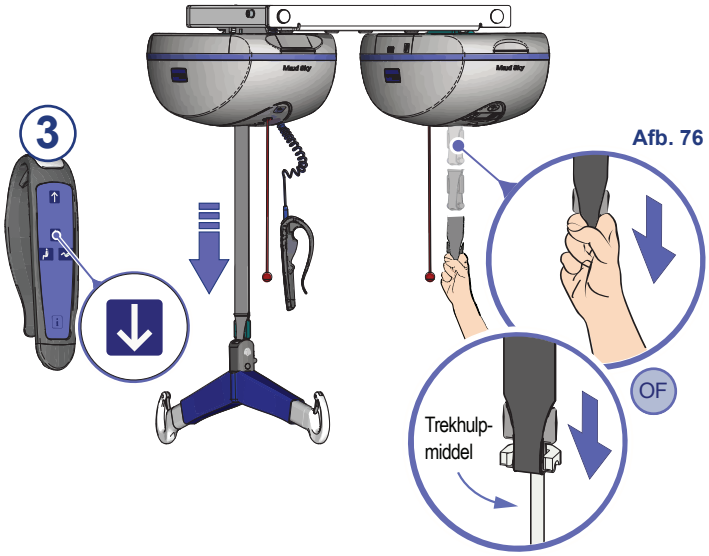

Afb. 76
2) Volg de in afb. 76 getoonde stappen om de *Maxi Sky* 2 Plus in Dual Mode te zetten.